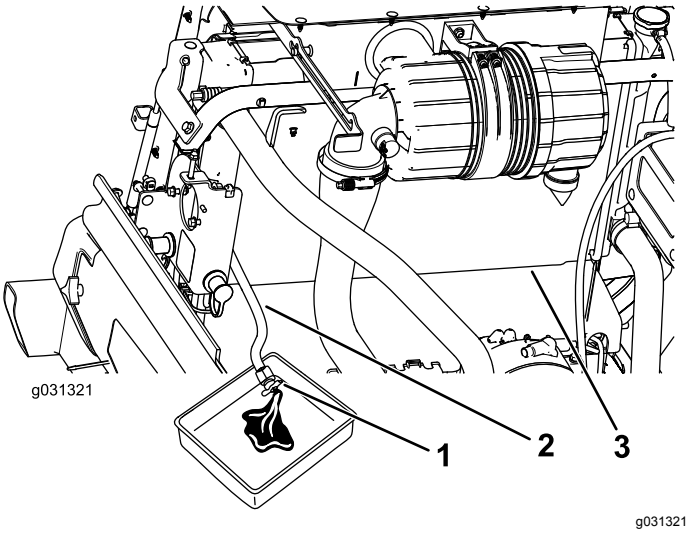

**Figur 124**
3. Placera kylaravtappningsslangen i ett avtappningskärl, öppna avtappningsventilen på kylarslangen och töm ut vätskan i kärlet (Figur 124).
4. Stäng kylaravtappningsslangens ventil (Figur 124).